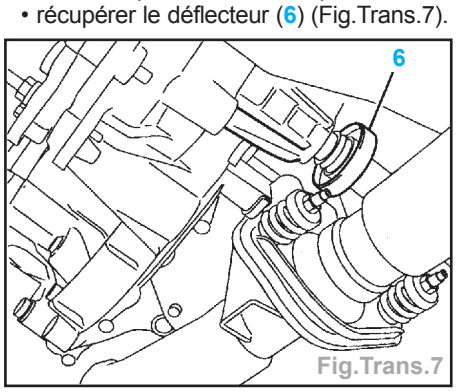

Fig.Trans.7
- récupérer le déflecteur (6) (Fig.Trans.7).